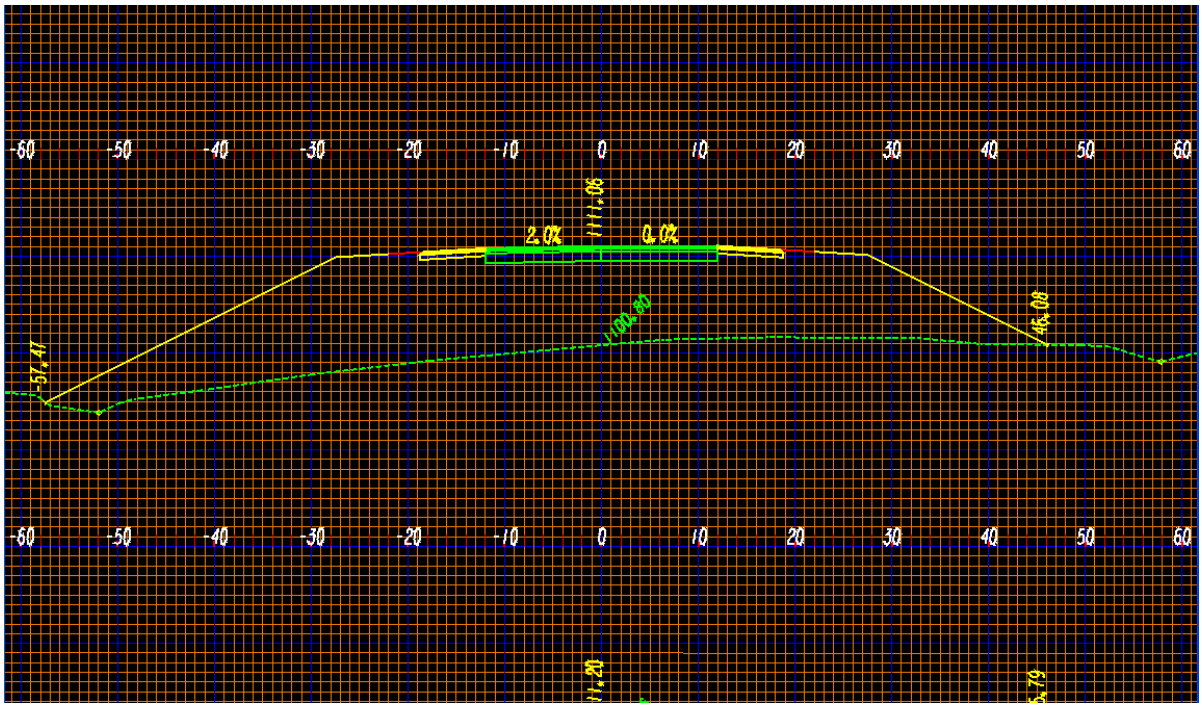

Figure L9-42 MicroStation View Window
67.	**Review Station 17+00.00.** • If not still open, open the **Cross Section Viewer**. Select **Evaluation ► Cross Section ► Cross Section Viewer**. The **Cross Section Viewer** dialog opens. • Set the **Zoom Factor:** to ***0.4000***. • Highlight station **17+00**. • Verify in MicroStation that Station **17+00** was centered in the MicroStation View Window as shown in *Figure L9-42*. • Notice the Front Slopes at Station **17+00** have not been annotated. This is because the Fill Slopes have different Feature Names than the Cut Slopes. ***HINT**: Careful consideration of the Point naming and use of the Feature Name Override during Component creation can help to minimize the number of steps required to annotate your Cross Sections.